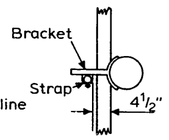

Figure 2
1. A single conduit 2" & larger or one with conductors of 750 volts or more, shall be spaced out from the pole face 4 1/2" & offset to give 1" clear space between the conduit & the center line of the pole lead. (Fig. 2)